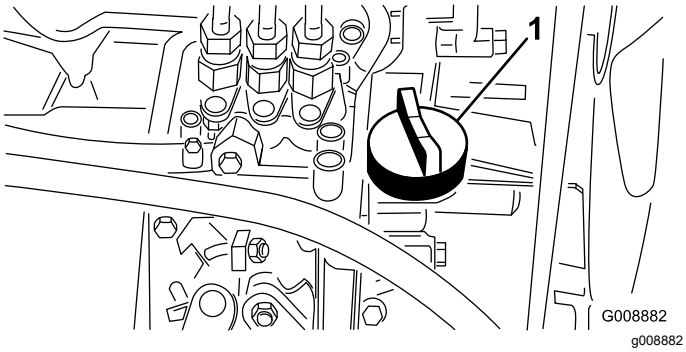

Figur 26
4. Hvis oliestanden er lav, skal du fjerne oliepåfyldningsdækslet (Figur 26) og gradvist fylde små mængder olie på og ofte kontrollere